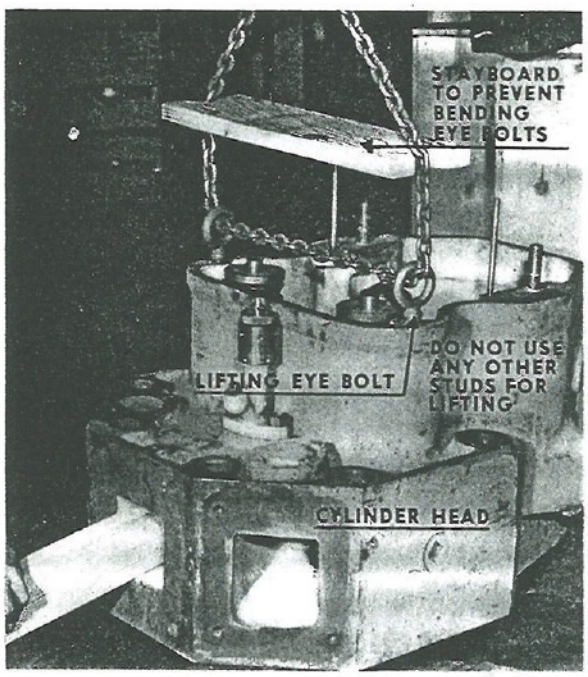

Fig. 94. Lifting Cylinder Head Off Engine
b. To raise the cylinder head, insert two eye-bolts with threaded stems into the threaded holes on the cylinder head as shown in Fig. 94. Run a chain or rope through the eye-bolts and hold it apart with a notched stay or spreader board, as shown in Fig. 94. Attach the hoisting equipment to this sling and raise slowly. In hoisting it is always best to use a rope to attach the part to the hoist. In this way, if the part holds firm and refuses to move, is held by some forgotten bolt or other cause, the rope will break before the hoist can damage the engine. Set the cylinder head down deck so that the inside of the cylinder head faces up. When the cylinder head is removed it is generally good practice to reseat the valves so that all parts are overhauled at the same time.